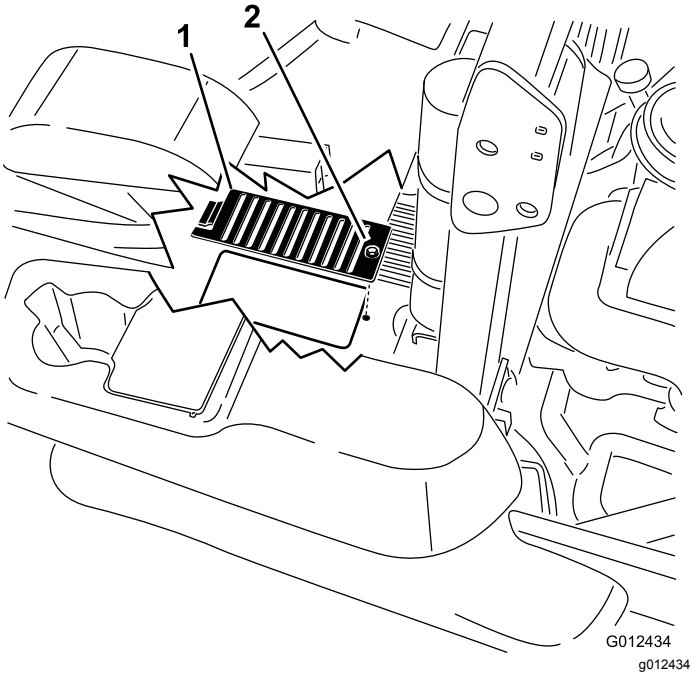

Figuur 81
6. Verwijder de bout en de kap van de peilstokken. Reinig rond de peilstok en de hydraulische eenheid (Figuur 81).